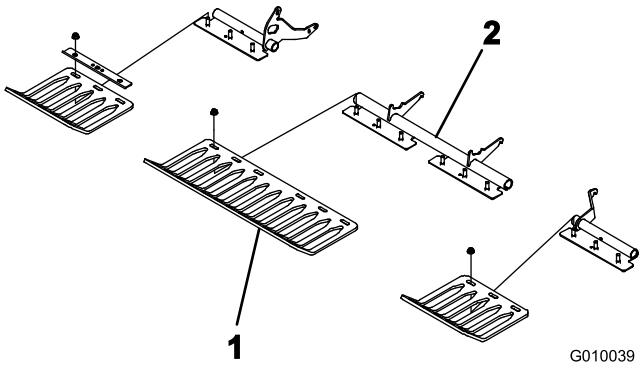

Figure 23
3. Montez les protège-gazon sur leurs supports au moyen de 4 fixations et 12 écrous à embase (Figure 23). Ne serrez pas les fixations.
Remarque: Les fixations et les écrous à embase des protège-gazon sont fixés aux supports de protège-gazon pour l'expédition (Figure 23).